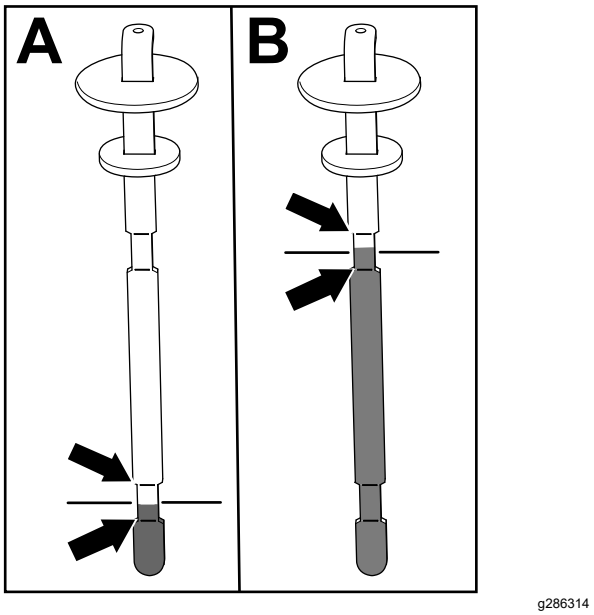

Figuur 80
5. Verwijder de peilstok en controleer het vloeistofpeil (Figuur 80).
- **Als de maai-eenheid is uitgerust:** het peil van de hydraulische vloeistof is goed als het tussen de 2 onderste markeringen op de peilstok reikt (A in Figuur 80). Het is ook aanvaardbaar als het vloeistofpeil boven de onderste markeringen reikt.
- **Als de hydraulische hulpset is uitgerust:** het peil van de hydraulische vloeistof is goed als het tussen de 2 bovenste markeringen op de peilstok reikt (B in Figuur 80).